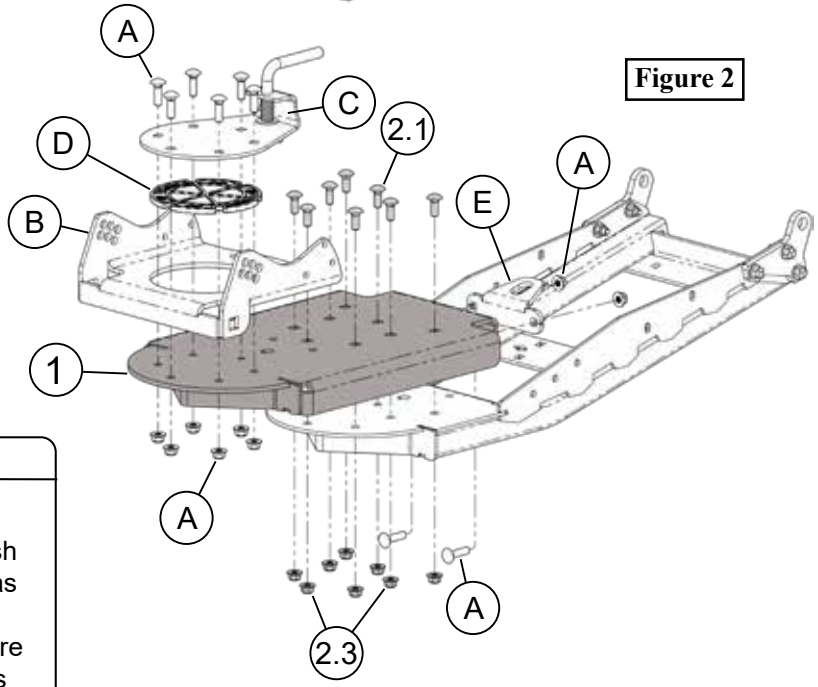

Figure 2
3. Install UTV Track Extension (1) onto push tubes using bolts (2.1) and nuts (2.3) as shown in **Figure 2**. **NOTE:** If the push tube does not have rear holes, drilling is required. **See Drilling Note Below.**
If push tube does not have rear holes, drilling is required. Bolt ITEM 1 to the push tube as shown in **Figure 2.** Use ITEM 1 as a template, drill 2 holes through the push tube using a 13/32" drill bit. Once holes are drilled, finish installing the remaining bolts and nuts (2.1 and 2.3).